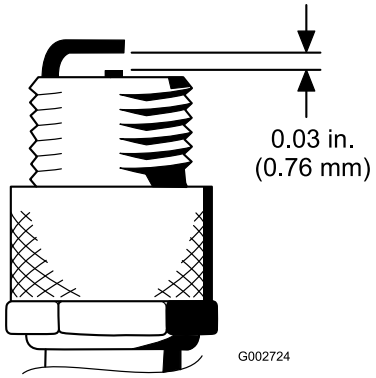

Figur 45
4. Still inn luftgapet mellom midten og siden på elektrodene til 0,76 mm (Figur 45).